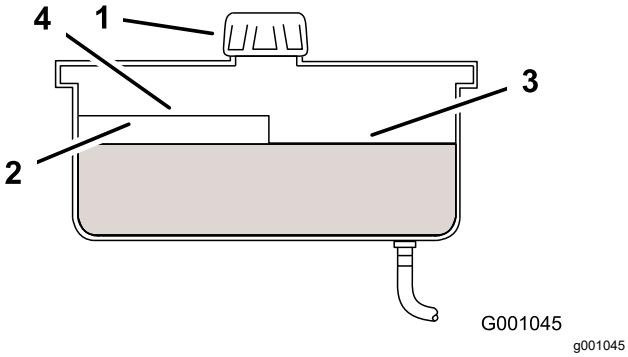

Figuur 42
3. Reinig de omgeving van de dop en de vulbuis van de hydraulische tank (Figuur 42).
4. Verwijder de dop van de vulbuis. Kijk in de vulbuis om te controleren of er nog vloeistof in het reservoir is (Figuur 42).
Opmerking: Het vloeistofpeil moet aan de bovenkant van de Warm-markering op het schot staan als de vloeistof warm is (Figuur 42).